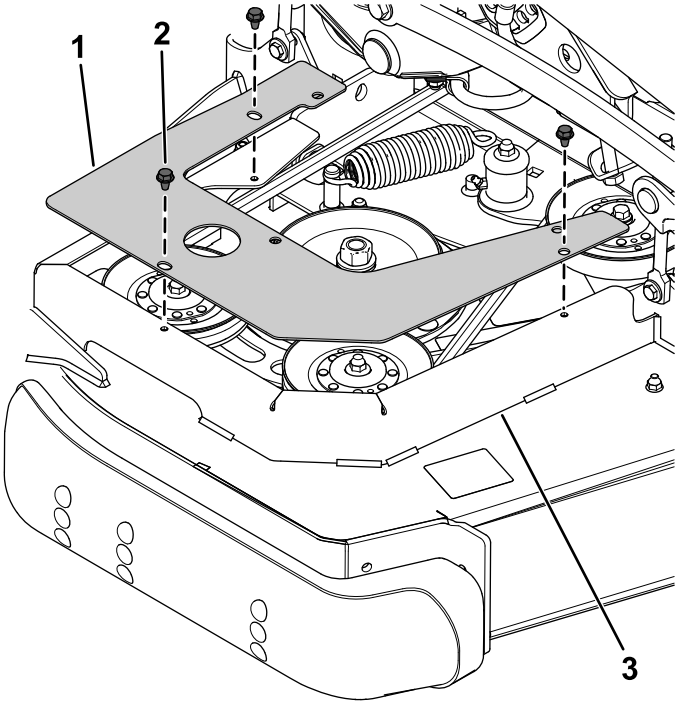

Figur 3
1. Fäst det högra remskivefästets skydd på remskyddet med de tre självgängande skruvarna som du tog bort tidigare (Figur 3).